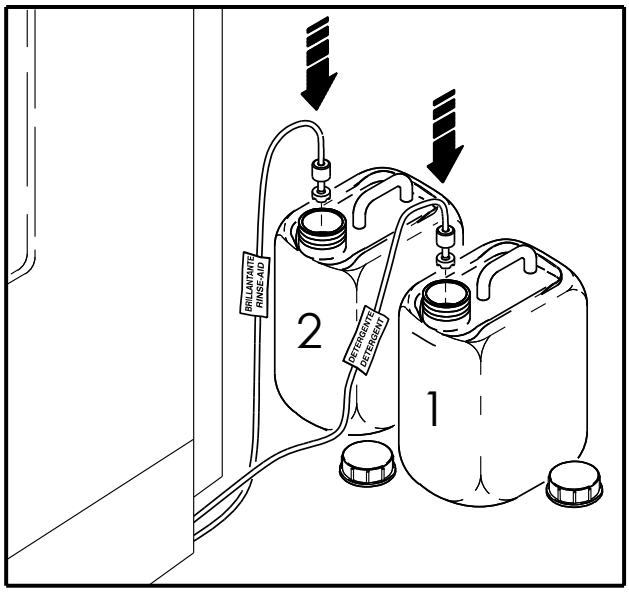

Рис. 22
- *если машина оснащена автоматическими устройствами дозирования моющего средства (1)/ополаскивателя (2), регулярно проверяйте их уровень в ёмкостях и при необходимости доливайте или заменяйте ёмкости (рис. 22).*